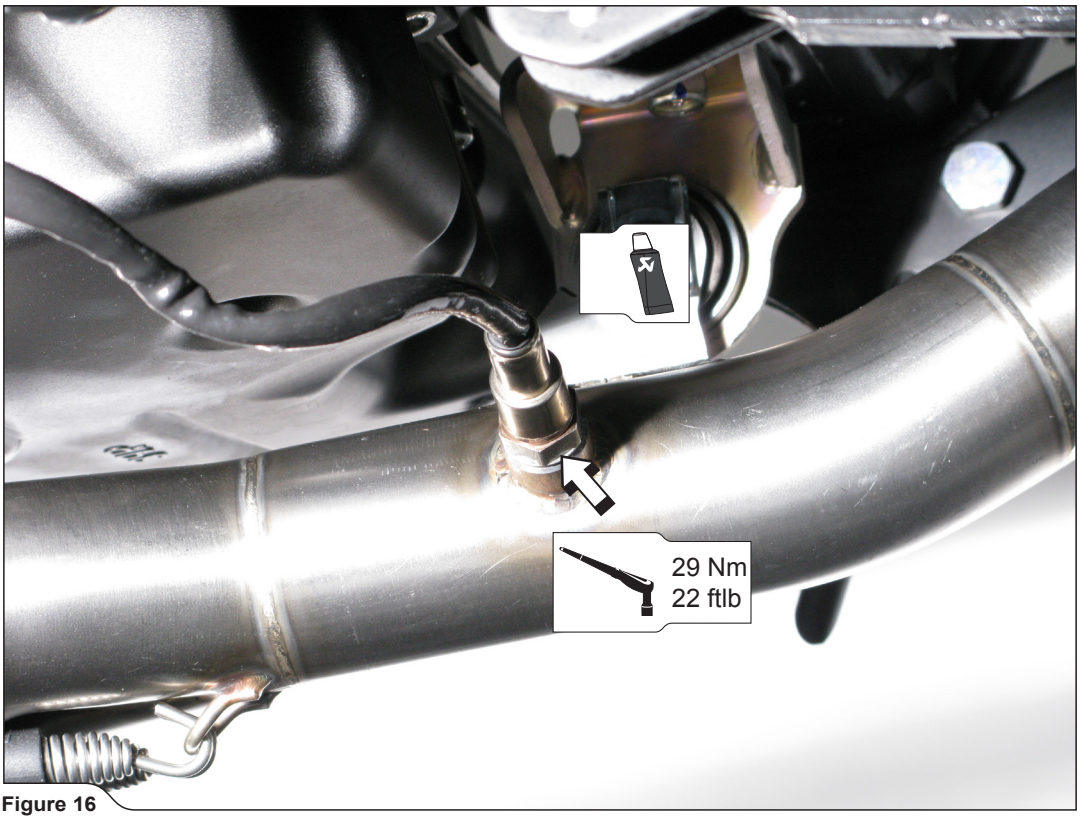

Figure 16
8. **For Akrapovič Racing only:** tighten the lambda sensor; make sure not to damage the sensor's electrical lead **(Figure 16).**